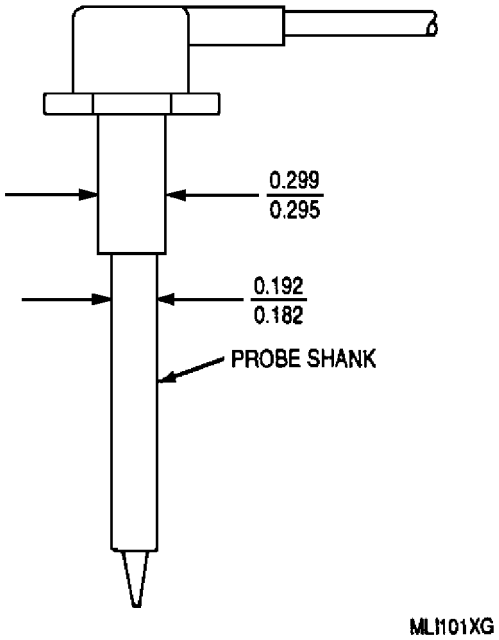

Figure 1. Interstage Thermocouple
(1) Diametral wear on the 0.299 − 0.295 in. probe diameter in excess of 0.020 in. local wear.
(2) Wear on the 0.192 − 0.182 in. probe shank diameter in excess of 0.020 in. (figure 1)
(3) Bent or burred probe.